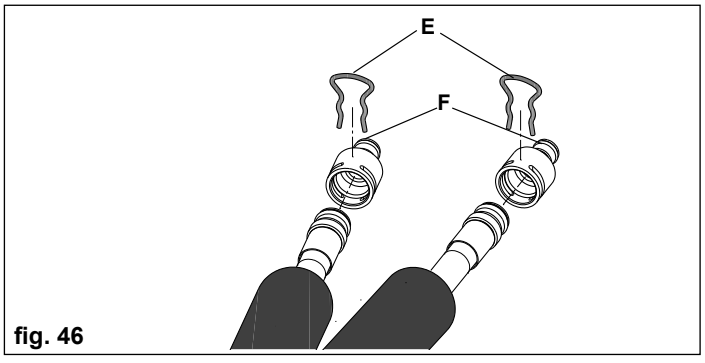

fig. 46
- Montare gli anelli OR (**F**) sulle riduzioni (fig. 46)
- Innestare le due riduzioni con OR sulle estremità dei tubi flessibili e fissarle con le mollette (**E)** fornite nel kit (fig. 46)